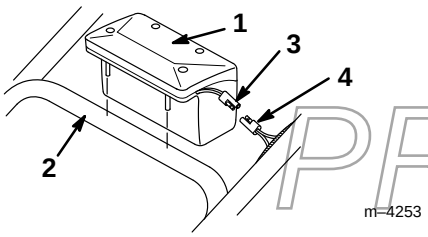

Figure 7
2. Align the pins in the battery case with the holes in the lower handle and lower the pins into the holes until the battery case snaps into place (Fig. 7).
3. Connect the wire lead from the battery to the wire lead from the electrical wire harness in the corrugated tube (Fig. 7).